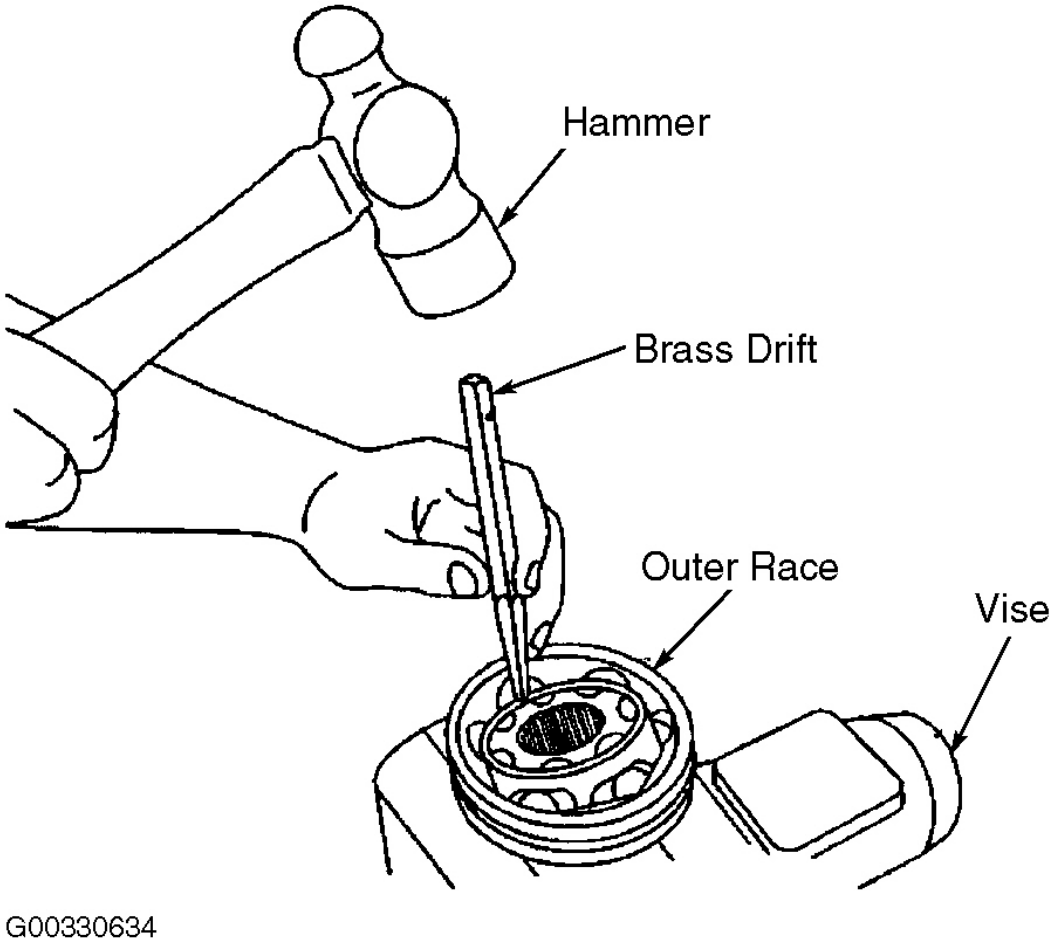

Fig. 14: Exposing Outer CV Joint Ball Bearing For Removal
13. Place the outer race vertically in a bench vise. See **Fig. 14** .
14. Make a ball accessible for removal. Tap gently on the joint cage, using a brass drift and a hammer, in order to drive a ball toward the bottom of its track. See **Fig. 14** . The opposing ball will be made accessible for removal.